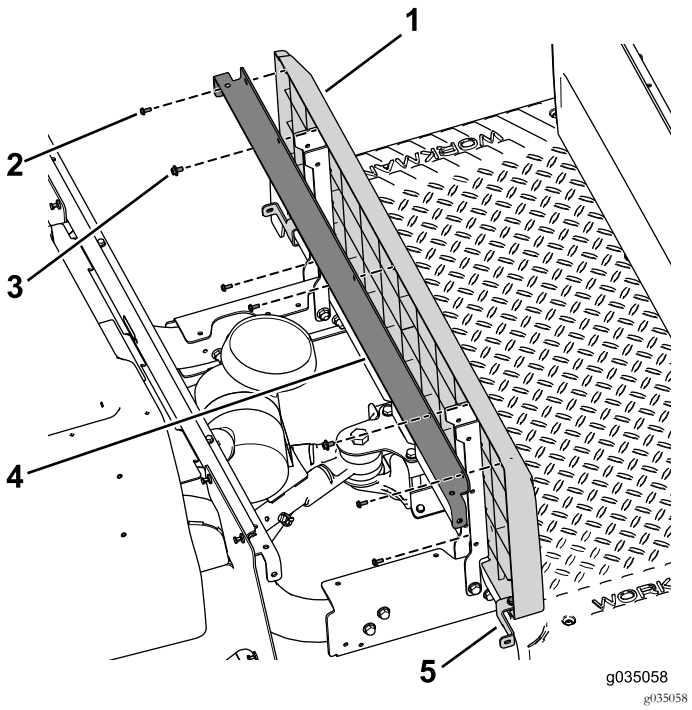

Figura 42
7. Utilice los 2 conjuntos de perno y arandela (¼" x ½") para sujetar el soporte y el panel de la base del asiento a los soportes izquierdo y derecho del asiento (Figura 42).
8. Utilice los 2 pernos (¼" x 2"), una arandela y una contratuerca para sujetar los soportes de panel izquierdo y derecho a la máquina (Figura 42).